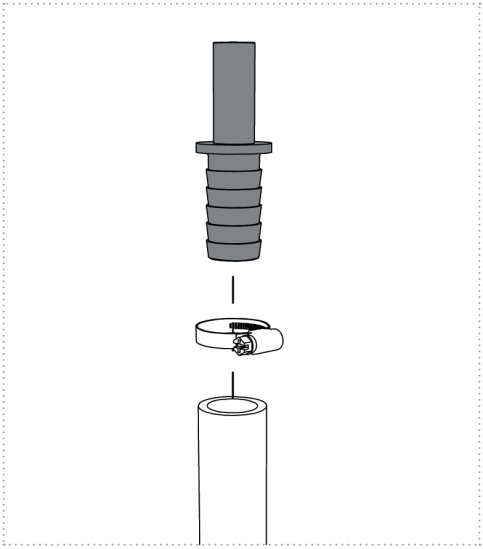

Abbildung 8
2. Schieben Sie den Schlauch, kommend von der Pumpe, auf die im Lieferumfang enthaltene, passende „Einsteck-Schlauchtülle“ und befestigen diese mit einer Schlauchschelle (*Abbildung 8 und 9a*).
3. Schieben Sie den Schlauch, abgehend von der UV-Einheit, auf die im Lieferumfang enthaltene, passende „Einsteck-Schlauchtülle“ und befestigen diese mit einer Schlauchschelle (*Abbildung 8 und 9a*).